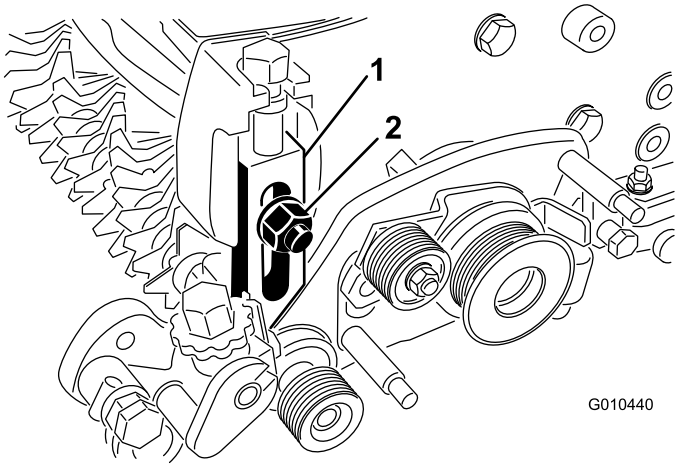

Figur 32
5. Fjern den bræddebolt, møtrik og spændeskive, der fastgør klippehøjdejusterarmen til sidepladen (Figur 32).